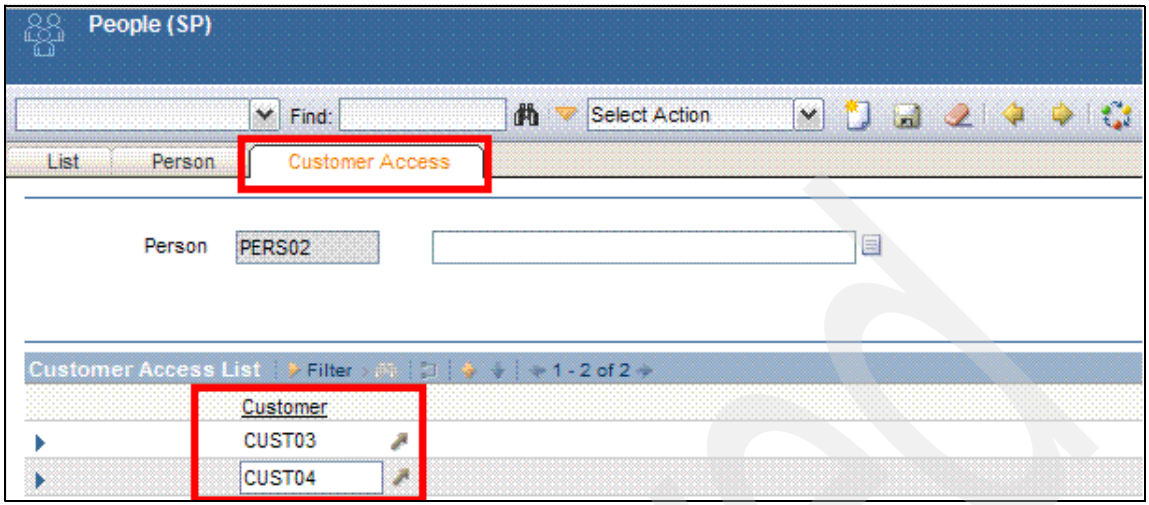

Figure 10-11 Associating customer to a person's record
1. Select **Go To** → **Administration** → **Resources** → **People (SP).** Search for PERS02 and select it. In Customer Access tab. Select **Customers**, enter RedBooksCus03 and RedBooksCus04 in the Customer Access List, and save the record. See Figure 10-11 on page 182.